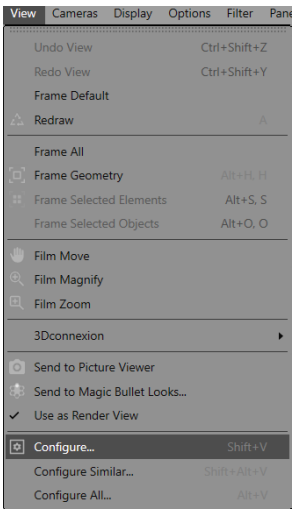

***Figure 2-3** Choosing the **Configure** option from the Menu in editor view*
3. Choose **View > Configure** from the Menu in editor view, as shown in Figure 2-3; the **Viewport [Front]** settings are displayed in the Attribute Manager. In the Attribute Manager, choose the **Back** button; the **Back** area is displayed. In this area, choose the browse button next to the **Image** text box, as shown in Figure 2-4; the **Open File** dialog box is displayed. Browse to *\Documents\c4dR25\c02\keyhole.jpg*. Next, choose the **Open** button; the *keyhole.jpg* is opened as the background image in the Front viewport.